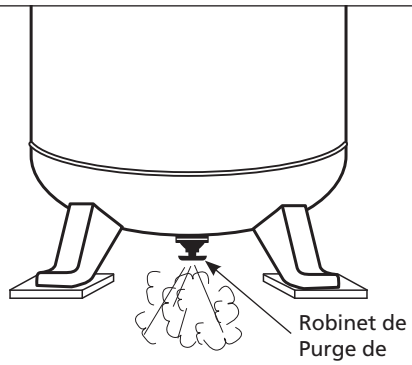

Figure 16
3. Ouvrez le robinet de vidange (consultez la figure 16). Tournez le robinet de déchargement pour lancer la circulation d'air.
Videz le réservoir: Débranchez l'appareil, verrouillez-le et placez-y une étiquette d'avertissement; évacuez la pression. Évacuez toute l'humidité du réservoir en ouvrant le robinet de vidange qui se trouve sous le réservoir jusqu'à ce que la pression de ce dernier soit de 276 kPa (Voir figure 16 à la page Fr13).